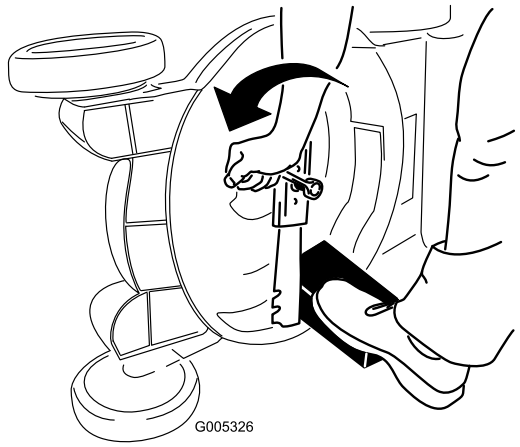

**Figur 46**
3. Håll kniven stilla med hjälp av en träkloss (Figur 46).
4. Ta bort kniven och spara alla monteringsdelar (Figur 46).